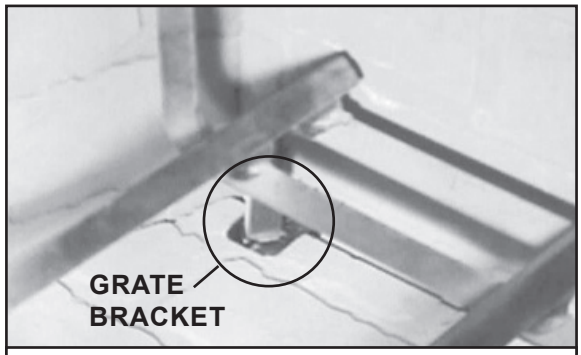

Figure 8.7 Grate Secured in Grate Bracket
- Place grate into grate brackets. See Figure 8.7.